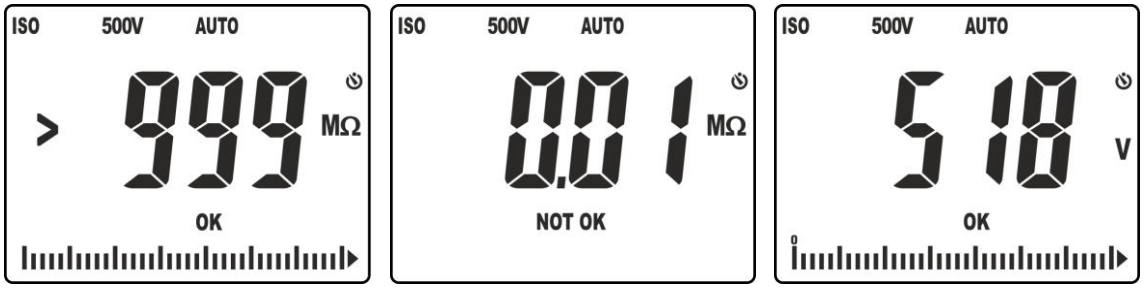

Fig. 18: Resultados da medição de isolamento no modo AUTO
10. No ecrã da Fig. 18 – parte esquerda é apresentado o valor da resistência de isolamento (o símbolo "**>999**" indica a condição de fora de escala) com resultado positivo "OK" (valor superior ao patamar configurado). No ecrã da Fig. 18 – parte direita é apresentado o valor da resistência de isolamento com resultado negativo "NOT OK" (valor inferior ao patamar configurado)